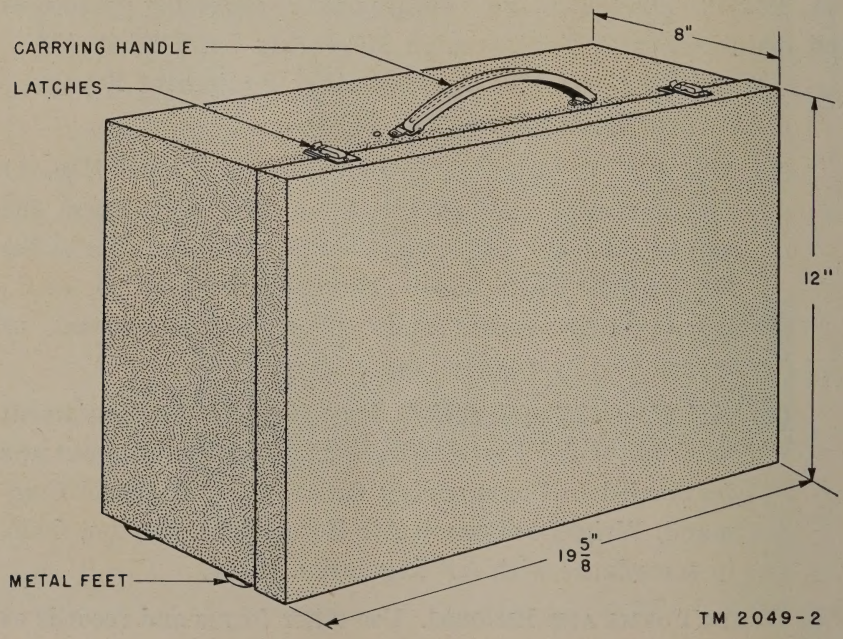

Figure 2. Transmission Measuring Set TS–569/FT, physical dimensions.
a. Transmission Measuring Set TS–569/FT is contained in a metal case (fig. 2) equipped with a leather carrying handle and four metal feet to protect the bottom of the case. The case has a detachable cover held in place by four latches. The over-all dimensions of the case are 19⅝ inches long by 8 inches deep by 12 inches high. The total weight of the case and set is approximately 70 pounds; the volume is approximately 1¼ cubic feet.